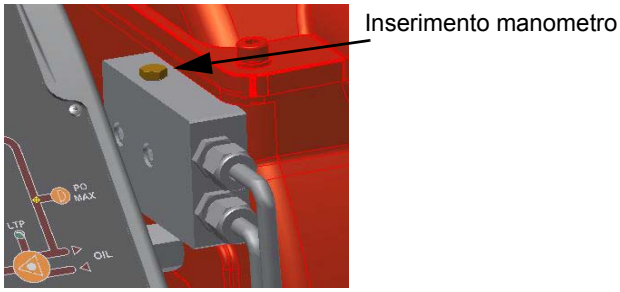

Fig. 25
**Esempio:** se si ha in dotazione un ugello Bergonzo, con portata di 220 kg/h, si regola la pressione massima sul ritorno a 11 bar, alimentando a 20 bar in mandata: si ottiene una portata di 220 kg/h. Se, invece la pressione di ritorno che si vuole è di 5 bar, si deve agire sulla vite di regolazione del regolatore di pressione (vedi Fig. 25).